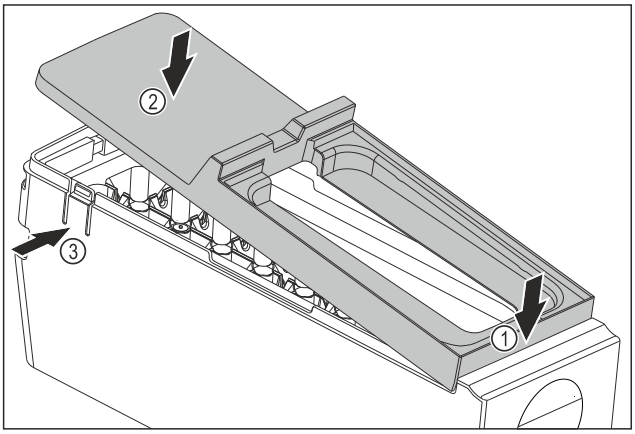

Fig. 148
▶ Afdekking van de EasyTwist-Ice-corpus monteren: Afdekking voor bevestigen. *Fig. 148 (1)*
▶ Afdekking achter neerlaten. *Fig. 148 (2)*
▷ Afdekking klikt hoorbaar in beide strips *Fig. 148 (3)* vast.